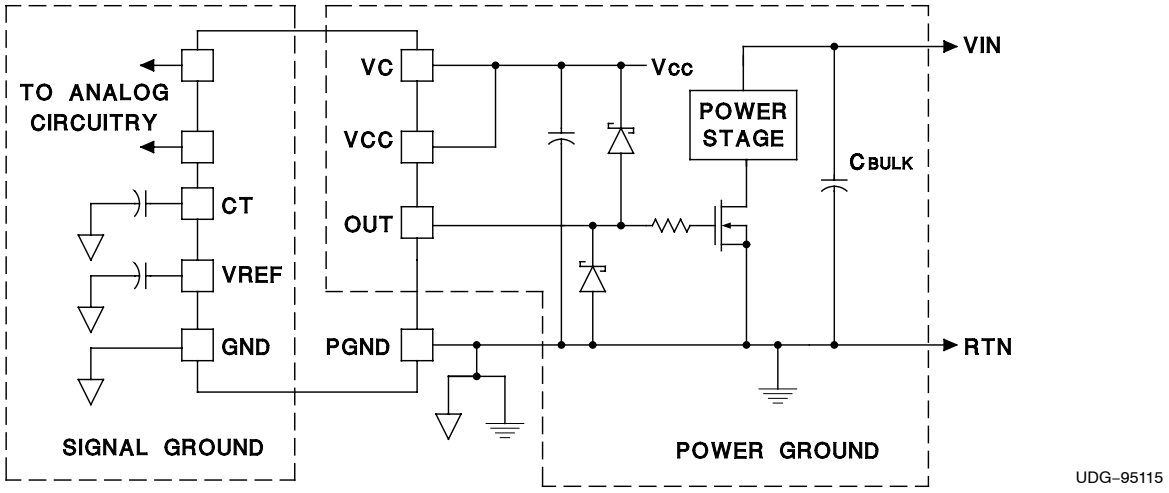

Figure 13. Ground Planes Diagram
Each totem pole output of the UC3823A and UC3823AB, UC3825A, and UC3825B can deliver a 2-A peak current into a capacitive load. The output can slew a 1000-pF capacitor by 15 V in approximately 20 ns. Separate collector supply (VC) and power ground (PGND) pins help decouple the device's analog circuitry from the high-power gate drive noise. The use of 3-A Schottky diodes (1N5120, USD245, or equivalent) as shown in the Figure 13 from each output to both VC and PGND are recommended. The diodes clamp the output swing to the supply rails, necessary with any type of inductive/capacitive load, typical of a MOSFET gate. Schottky diodes must be used because a low forward voltage drop is required. DO NOT USE standard silicon diodes.